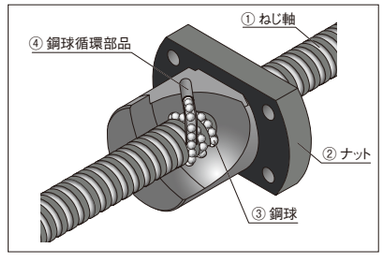

図4 ボールねじ 循環構造（チューブ式）
**ナット：ナット内部の鋼球の公転速度が大きくなると、その衝撃力で循環部に損傷を与える可能性があります。（図4）**